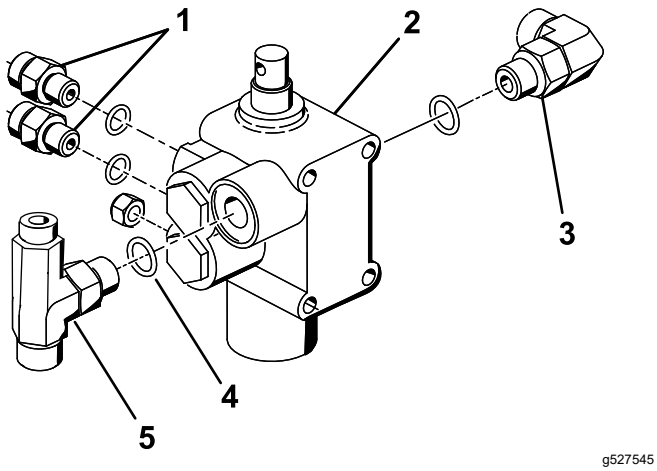

Figur 10
3. Skru en 90°-fitting, de 2 lige hydraulikfittings og T-fittingen, der blev fjernet fra den eksisterende ventil i 3 Klargøring til montering af de hydrauliske komponenter (side 4), ind i den nye løfteventil som vist i Figur 10.